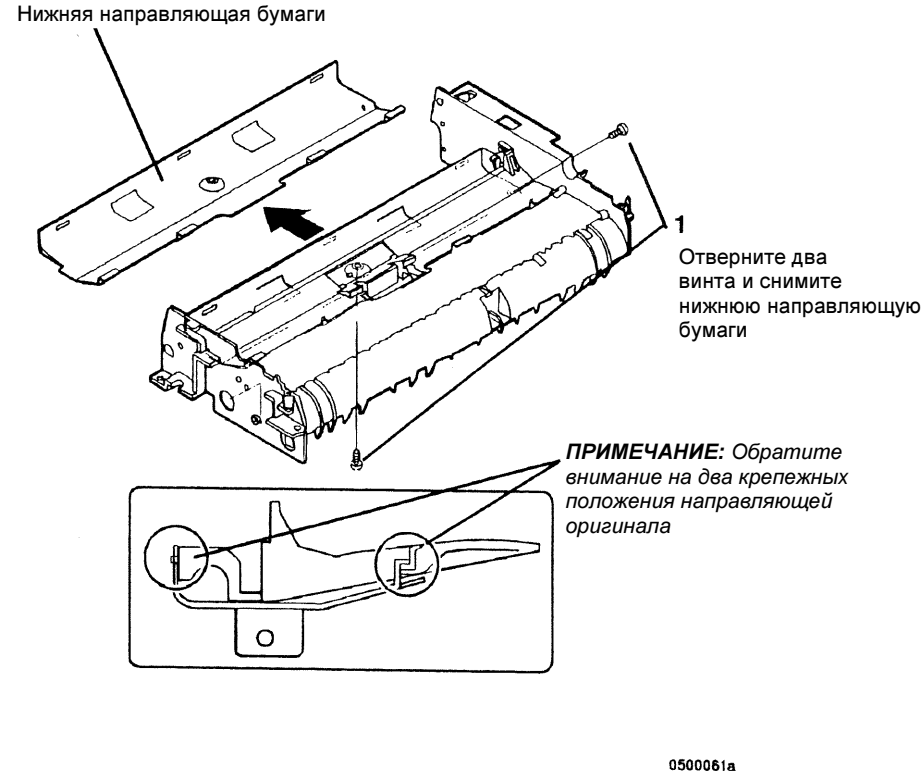

Рисунок 1 Снятие направляющей бумаги
5. (Рисунок 1): Снимите нижнюю направляющую бумаги